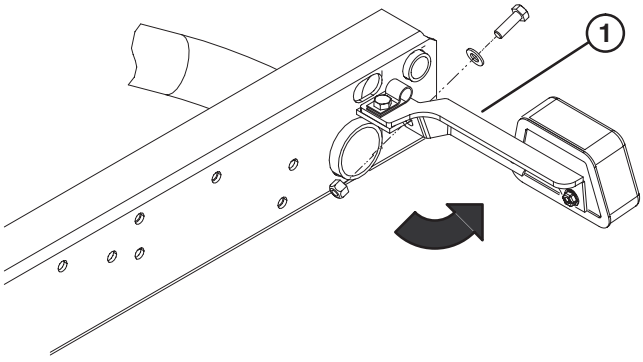

Figure 1
1. Desserrez les contre-écrous et les vis qui fixent les supports de feux de position arrière aux supports droit et gauche du châssis (Fig. 1).
3. Fixez l'arrière de chaque support de feu de position arrière au dos des supports du châssis à l'aide d'une vis 5/161 x 1", d'une rondelle plate de 0,344" dia. int. et d'un contre-écrou, comme illustré à la Figure 1.